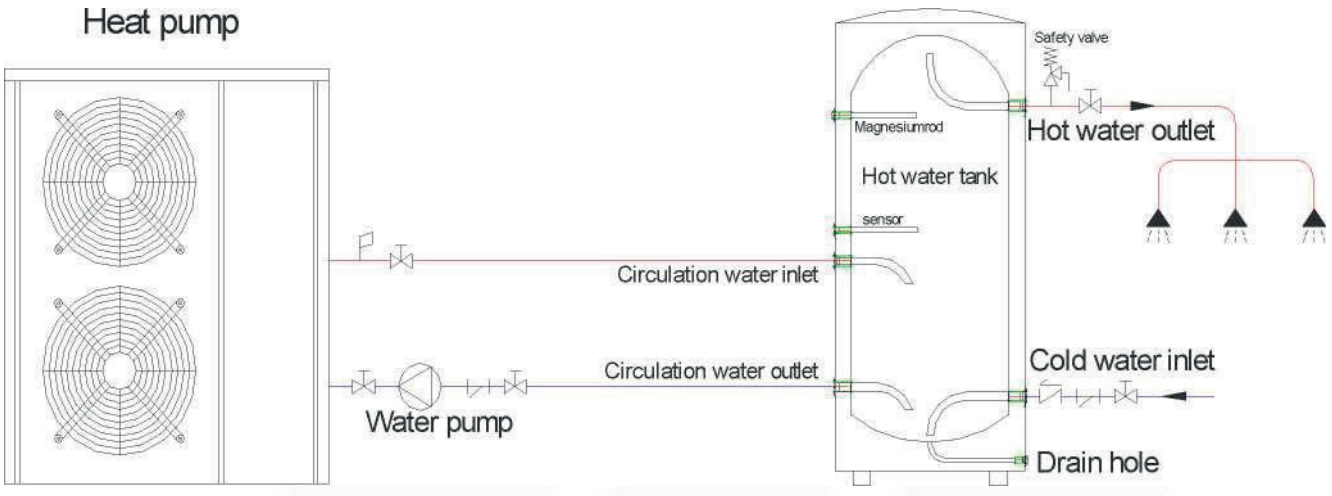

Rysunek 7
1) Schemat instalacji systemu - patrz rys. 7.